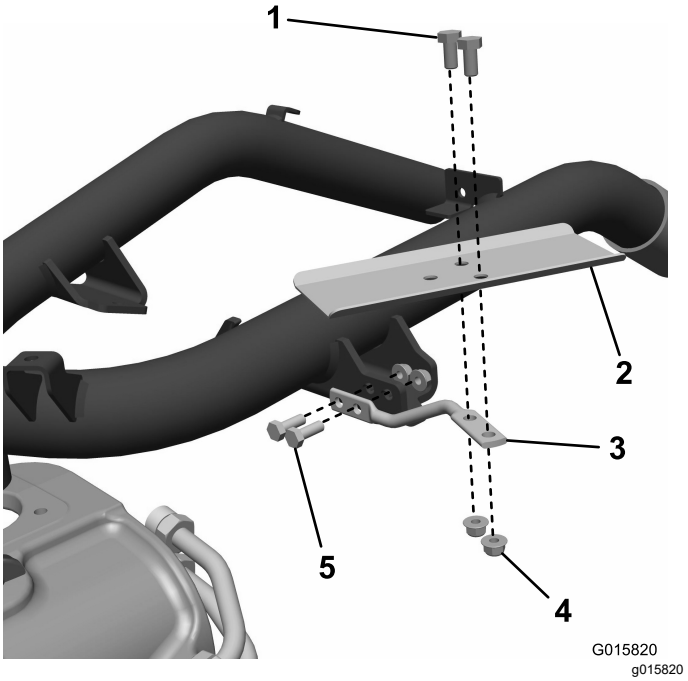

Figura 8
1. Montate il filo sagomato sul telaio e fissatelo con due bulloni (5/16") e due dadi (Figura 8).